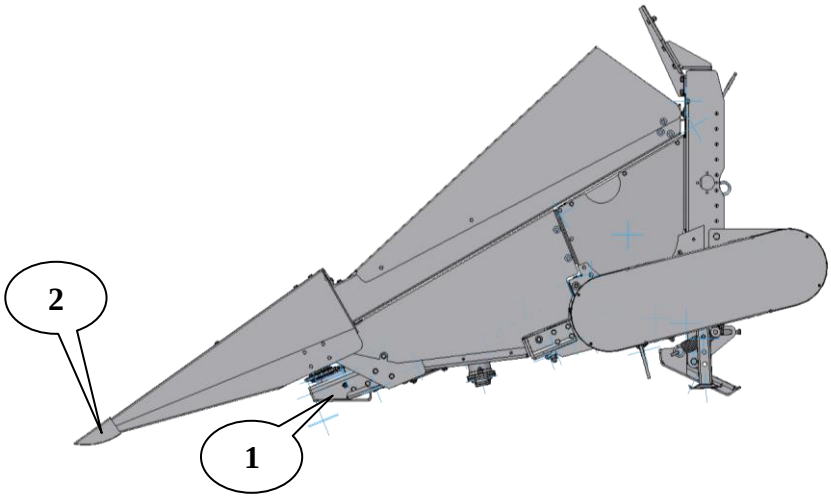

Рис. 14.
После навески на комбайн надо установить концы мысок (Рис. 14) таким образом, чтобы между башмаком русла жатки (1) и почвой было расстояние 8-10 см, а наконечники мысок (2) в это время должны соприкасаться поверхности земли.